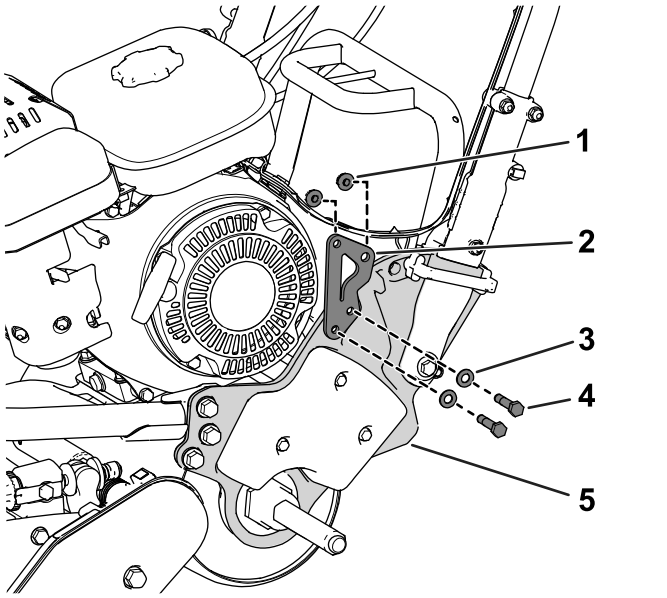
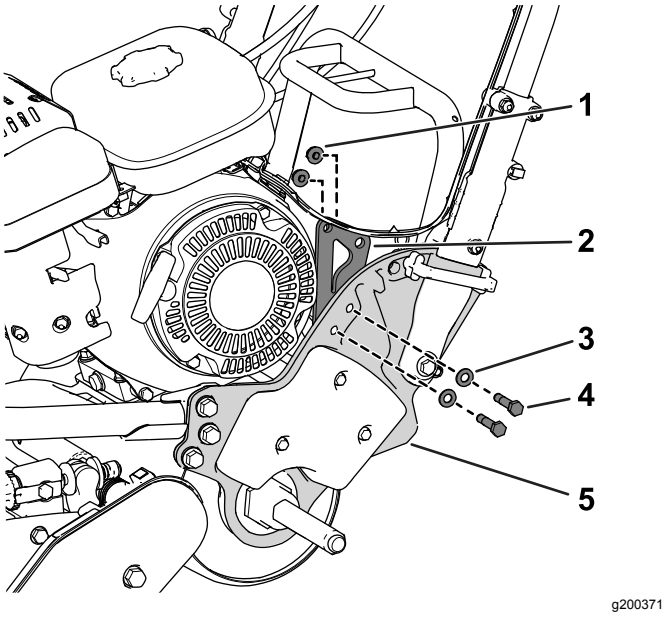

Figure 8
Figure 9
1. Use 2 flange-head bolts (5/16 x 1-1/2 inches), 2 washers, and 2 flange nuts (5/16 inch) to secure the mount plate to the left side plate (Figure 8 or Figure 9).
- **Flex/eFlex 1820 machines:** position the mount plate to the **outside** of the left side plate (Figure 8).
- **Flex/eFlex 2120 machines:** position the mount plate to the **inside** of the left side plate (Figure 9).